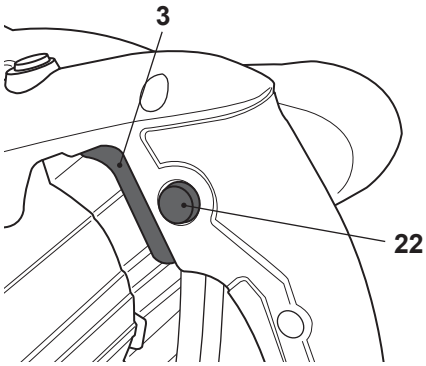

Fig. 9
> Pressione o interruptor de ligado/desligado (3) para ligar o produto (Fig. 9).